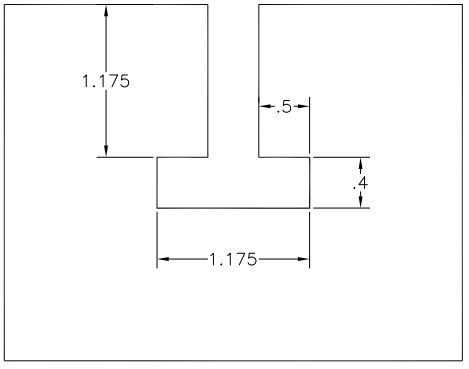

Figure 35-27 *Dimensions inside the view*
5. All dimensions should be given outside the view. However, the dimensions can be shown inside the view if they can be easily understood there and cause no confusion with the other dimensions or details (Figure 35-27).